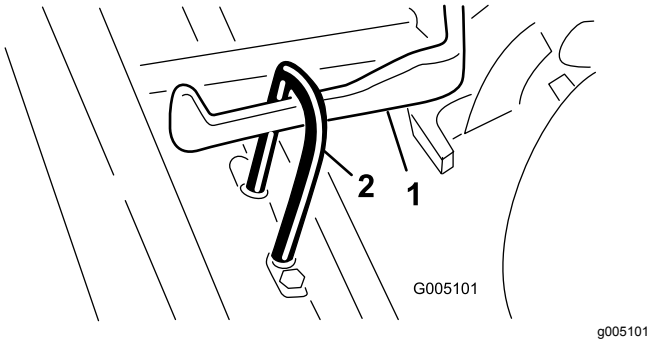

**Figur 7**
2. Skjut in klippenheten under dragramen medan du hakar fast lyftkroken på lyftarmen (Figur 7).